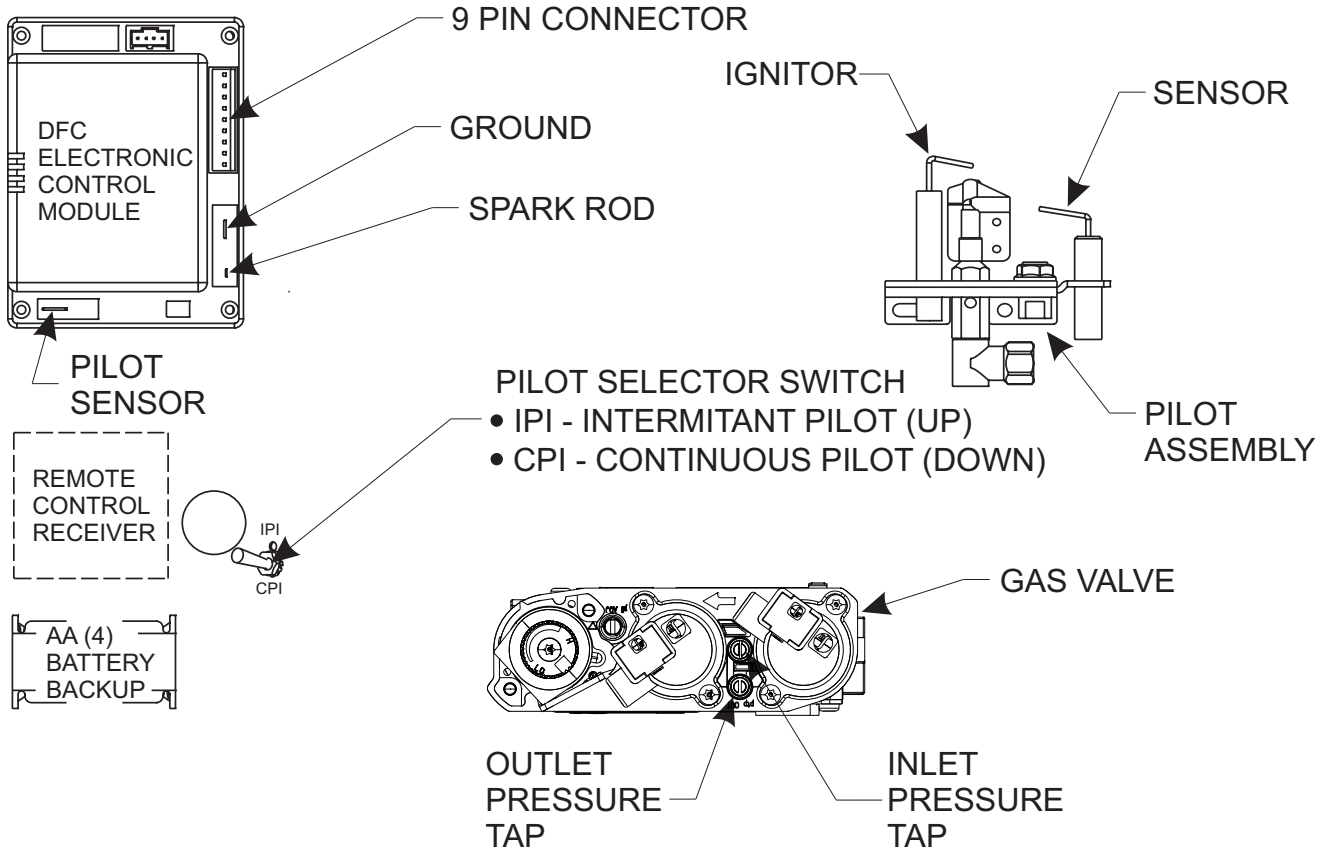

Figure 20
NOTE: A small toggle switch is located on a bracket that is used to switch from IPI (upward position) to the CPI (downward position). **See Figure 20.**
3. The gas valve has inlet and outlet pressure taps as shown in **Figure 20.** Refer to pages 10 and 11 for gas pressure requirements.
NOTE: The gas control has a manual HI/LO flame adjustment knob (regulator) that allows you to increase or decrease the height of the burner flame. **See Figure 20.** Rotate the HI/LO knob counterclockwise to “HI” to increase the flame height, and clockwise to “LO” to decrease the flame height.